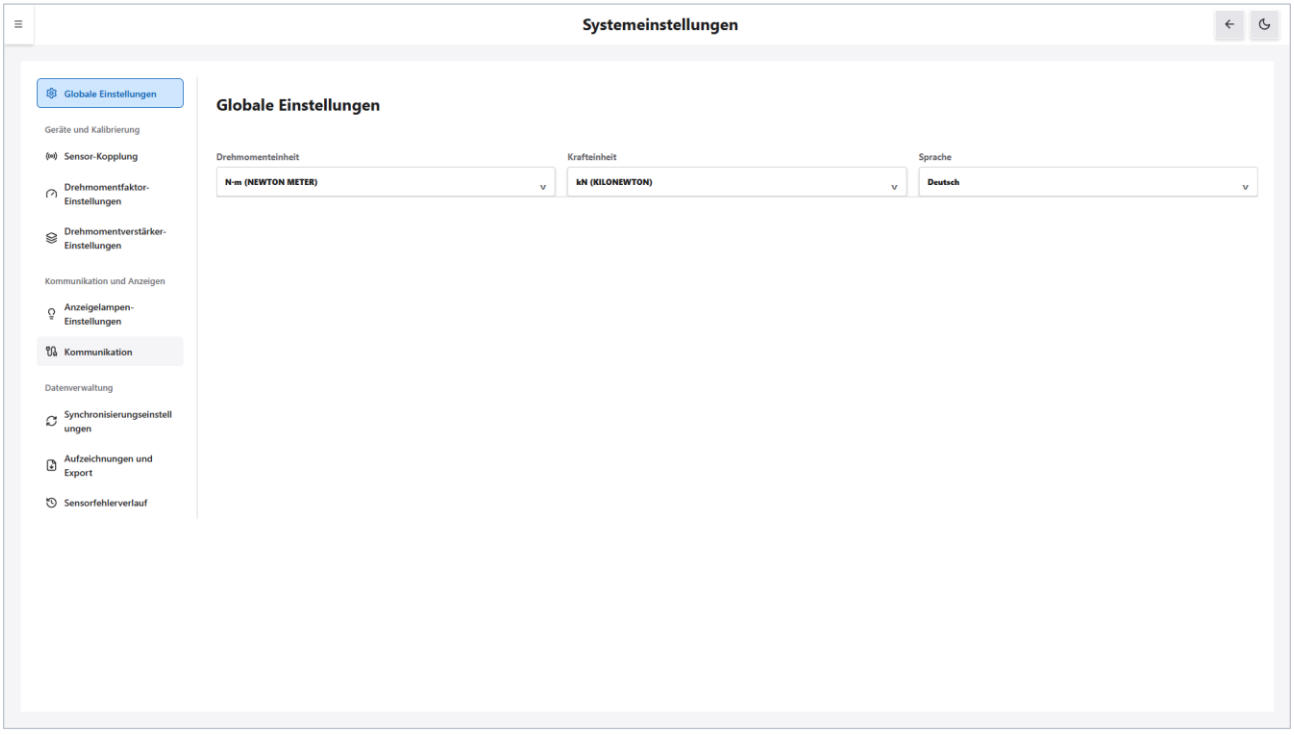

Abbildung 12-1 Systemeinstellungen: Unterseite Globale Einstellungen
1. Klicken Sie oben links auf „Navigationsmenü ein-/ausblenden“, um das Navigationsmenü zu öffnen, und klicken Sie dann auf „Systemeinstellungen“. Der Bildschirm aus Abbildung 12-1 erscheint, links ist „Globale Einstellungen“ ausgewählt.
Zum Bildschirm siehe Abbildung 12-1.
1. Navigationsmenü → „Systemeinstellungen“, und prüfen Sie, ob links „Globale Einstellungen“ ausgewählt ist (Abbildung 12-1).